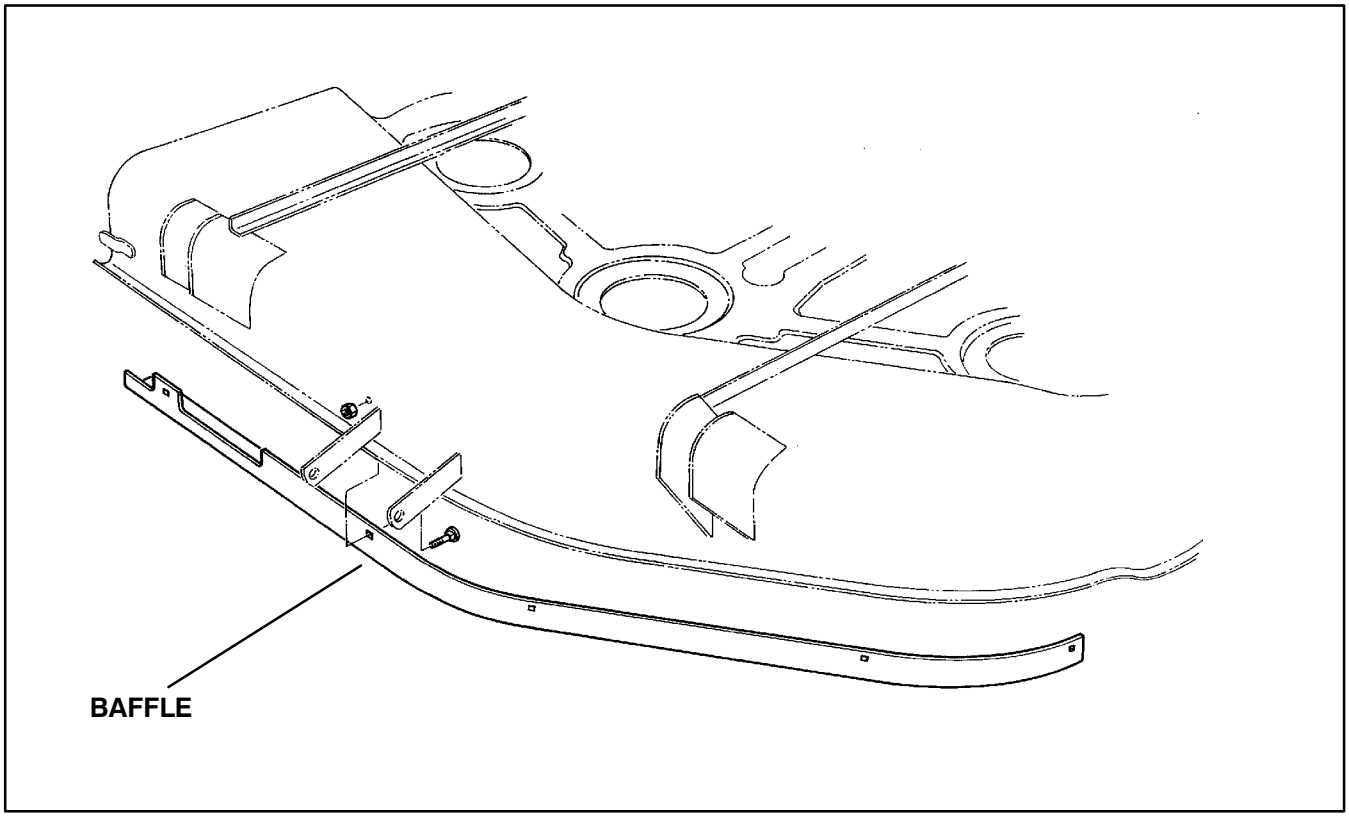

Figure 1
1. Position the baffle under the deck and against inside front wall of housing. Baffle should follow contour of housing as shown in figure 1. The bottom edge of the baffle should be 3/4" below the front lip of the deck.